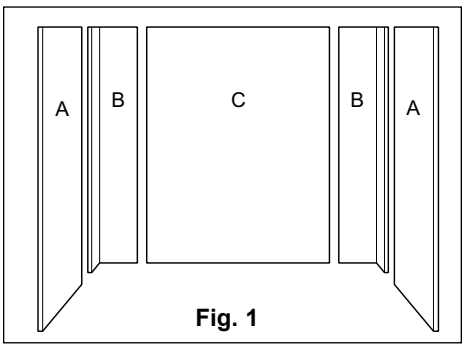

Fig. 1
3. Trial install all panels with masking tape as illustrated in **Fig. 1**.
b) Place one end panel (A) on the wall opposite the plumbing end, resting on the bathtub ledge and within 3 mm (1/8”) of the front edge of the bathtub.
c) Cut a cardboard template from the packing carton to the correct height and width for the end panel (A), which will have the plumbing fixtures.
3. Installer provisoirement les panneaux avec du ruban à masquer, tel qu’illustré à la **Fig. 1**.
c) Découper, dans le carton d’emballage, un gabarit correspondant aux dimensions du panneau latéral (A) sur lequel se trouvera la robinetterie.
2. Realice un trazo vertical con lápiz en el centro del muro del fondo y sobre el reborde delantero de la bañera. Marque el centro del panel del fondo (C).
3. Instale provisionalmente los paneles con cinta adhesiva protectora, tal como se muestra en la **Fig. 1**.
a) Coloque el panel del fondo (C) teniendo cuidado de alinear su centro con la parte media del muro del fondo. Si hay una ventana, asegúrese de que no interfiera con una parte realzada (moldeada) del panel. Debe asegurarse también de transferir las medidas exactas de la ventana antes de cortar la forma de la ventana en el panel. Si lo desea, el panel del fondo puede cortarse para ser colocado detrás del encuadre de la ventana.
b) Coloque uno de los paneles del extremo (A) sobre el muro opuesto a la grifería, a 3 mm (1/8”) del reborde delantero de la bañera, asentando el reborde inferior del panel sobre el reborde de la bañera.
c) Utilizando la caja de cartón, recorte una plantilla que corresponda a las dimensiones del panel lateral (A) sobre el cual se ubicará la grifería.